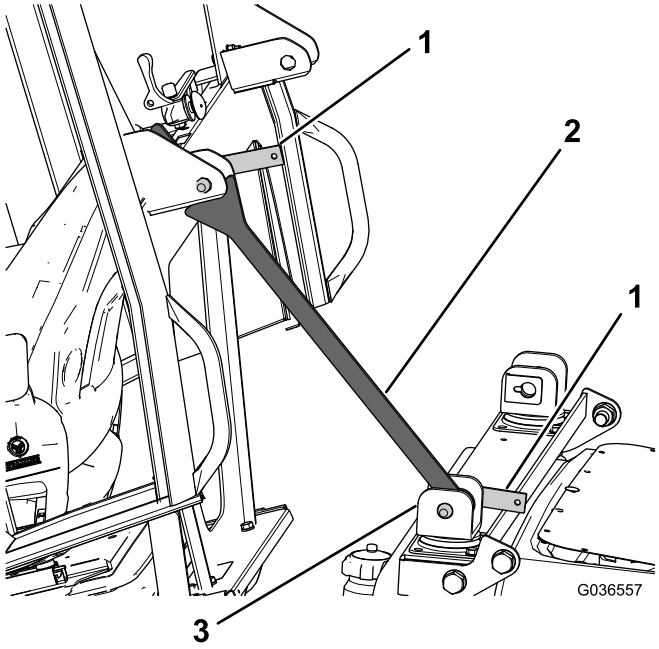

Figure 14
C. Once the safety support bracket is secured, rotated the cross-beam bracket toward the cab so that it rests against the bracket on the rear of the cab (Figure 14).
D. Insert the remaining locking lever through the top bracket to ensure that the safety support bracket stays in place (Figure 14).